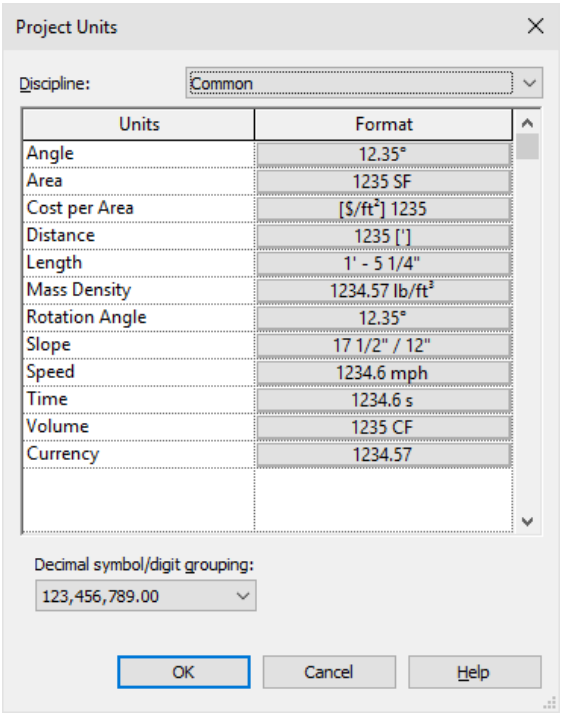

Figure 2-39 *The* ***Project Units*** *dialog box*
1. Choose the **Project Units** tool from the **Settings** panel of the **Manage** tab; the **Project Units** dialog box is displayed, as shown in Figure 2-39.